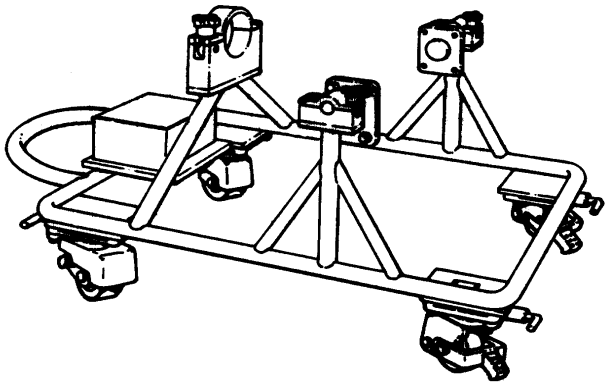

Figure 12. 6796832 Reduction Gear Transportation and Storage Stand
h. Install nuts (1) on reduction gear studs and torque to 140–170 lb in. (QA)
i. Push in knob of 6797753 guide approximately 1/4 in., rotate 180°, and remove 6797753 guide from torquemeter inner and outer shaft (7).
j. Install preformed packing (8) on aft end of torquemeter inner and outer shaft.
m. If reduction gear unit assembly (with safety coupling assembly and torquemeter unit) are not to be installed on power section compressor assembly, attach 6736301 torquemeter spline support (figure 1) on torquemeter unit and install reduction gear unit assembly in 6796832 transportation and storage stand (figure 12).